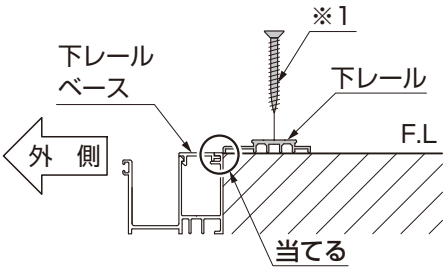

図7-7
①正面側、側面側の下レールの室外側をパネルの下レールベースにそれぞれ当たるように固定してください。（図7-7参照）